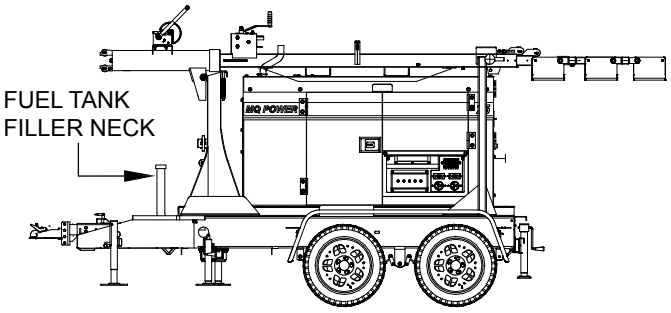

Figure 29. Trailer Fuel Tank
This generator has a fuel tank located inside the trailer frame. (Figure 29). **ALWAYS** fill the fuel tank with clean fresh **#2 diesel fuel. DO NOT** fill the fuel tank beyond its capacity.
2. Remove fuel cap from filler neck and fill tank (Figure 29).